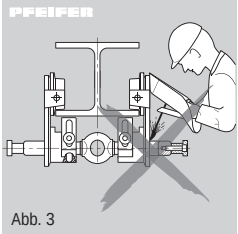

Abb. 3
- Schweißarbeiten am Fahrwerk sind verboten (Abb. 3).